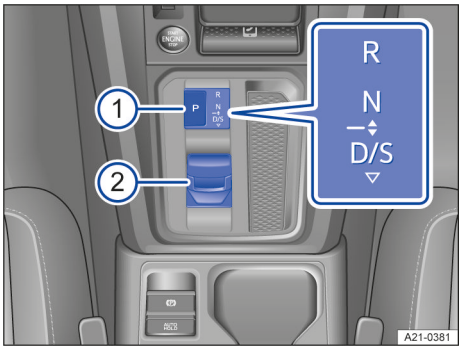

Fig. 104 Levier sélecteur de la transmission automatique avec touche de frein de parking
Lorsque le contact est mis, le rapport sélectionné apparaît sur l'afficheur du combiné des instruments et dans la partie inférieure de la console centrale → fig. 104.
Pour engager le frein de parking, appuyez sur la touche **P** → fig. 104 ①.
Pour commuter entre les rapports **D** et **S**, donnez une légère impulsion au levier sélecteur vers l'arrière → fig. 104 ②.